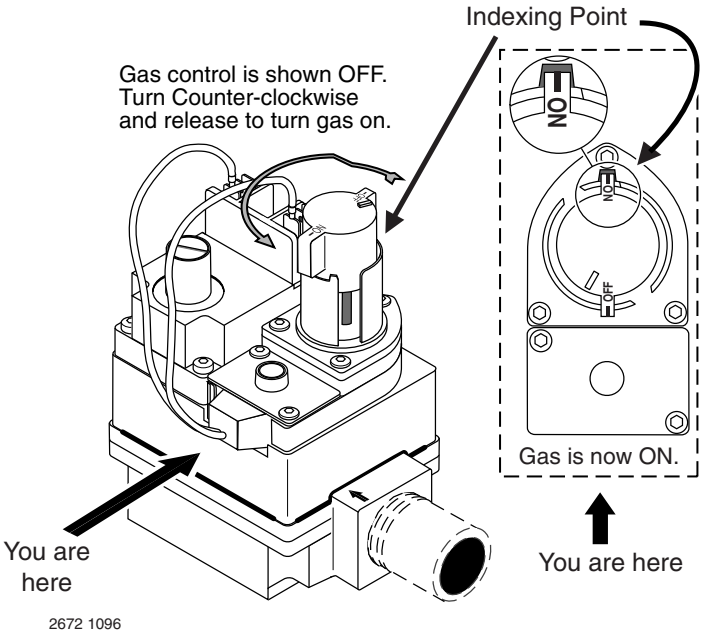

FIGURE 5: Turning Gas Control ON
7. Wait five (5) minutes to clear out any gas. If you then smell gas, STOP! Follow "B" in the "Before Startup" instructions (Page 4). If you don't smell gas, go to the next step.
8. Turn the knob on the gas control counter-clockwise (↶) to the "ON" position. See Figure 5.